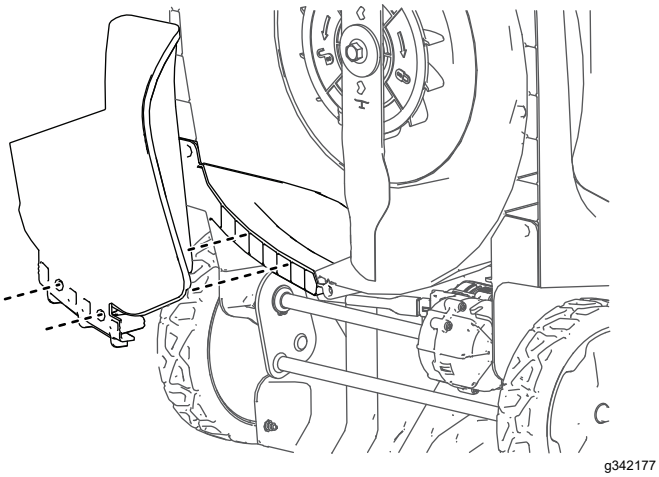

Figur 13
4. Rikta in mullningspluggen och tryck in undersidan av pluggen tills den snäpper fast på de två fäststiften enligt Figur 13.